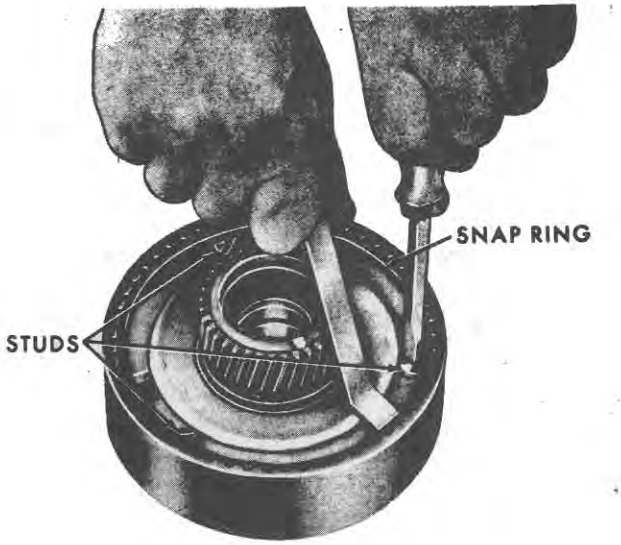

Figure 113
3. Using Lever No. N-488-3 and a screwdriver, as shown in Figure 113, engage the lowest step of each stud to the snap ring. Repeat this operation for engaging the second step and then the third step of each stud. At this point, the pressure of the spring washer against the snap ring will have been eliminated and the spiral retainer can be removed.
4. Using the lever and a screwdriver, as shown in Figure 113, depress the compressor and hold it in position by engaging the lowest step in each stud to the snap ring. Repeat this procedure to engage the second step and finally the third step of each stud. At this point, the spring will be sufficiently